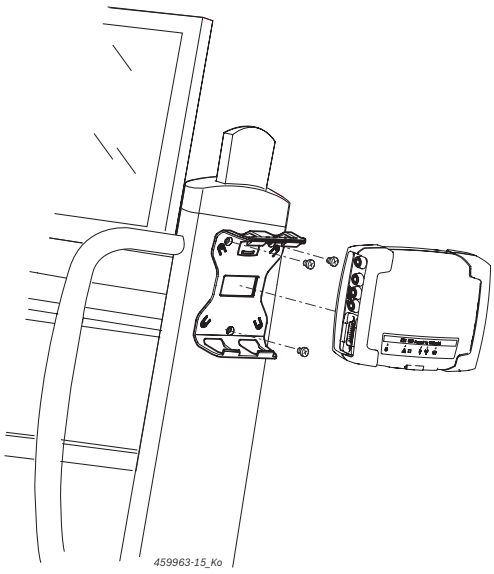

Abb. 7: Монтаж держателя
1. Привинтить держатель входящими в комплект поставки винтами со сфероцилиндрической головкой к каретке (рис. 7).